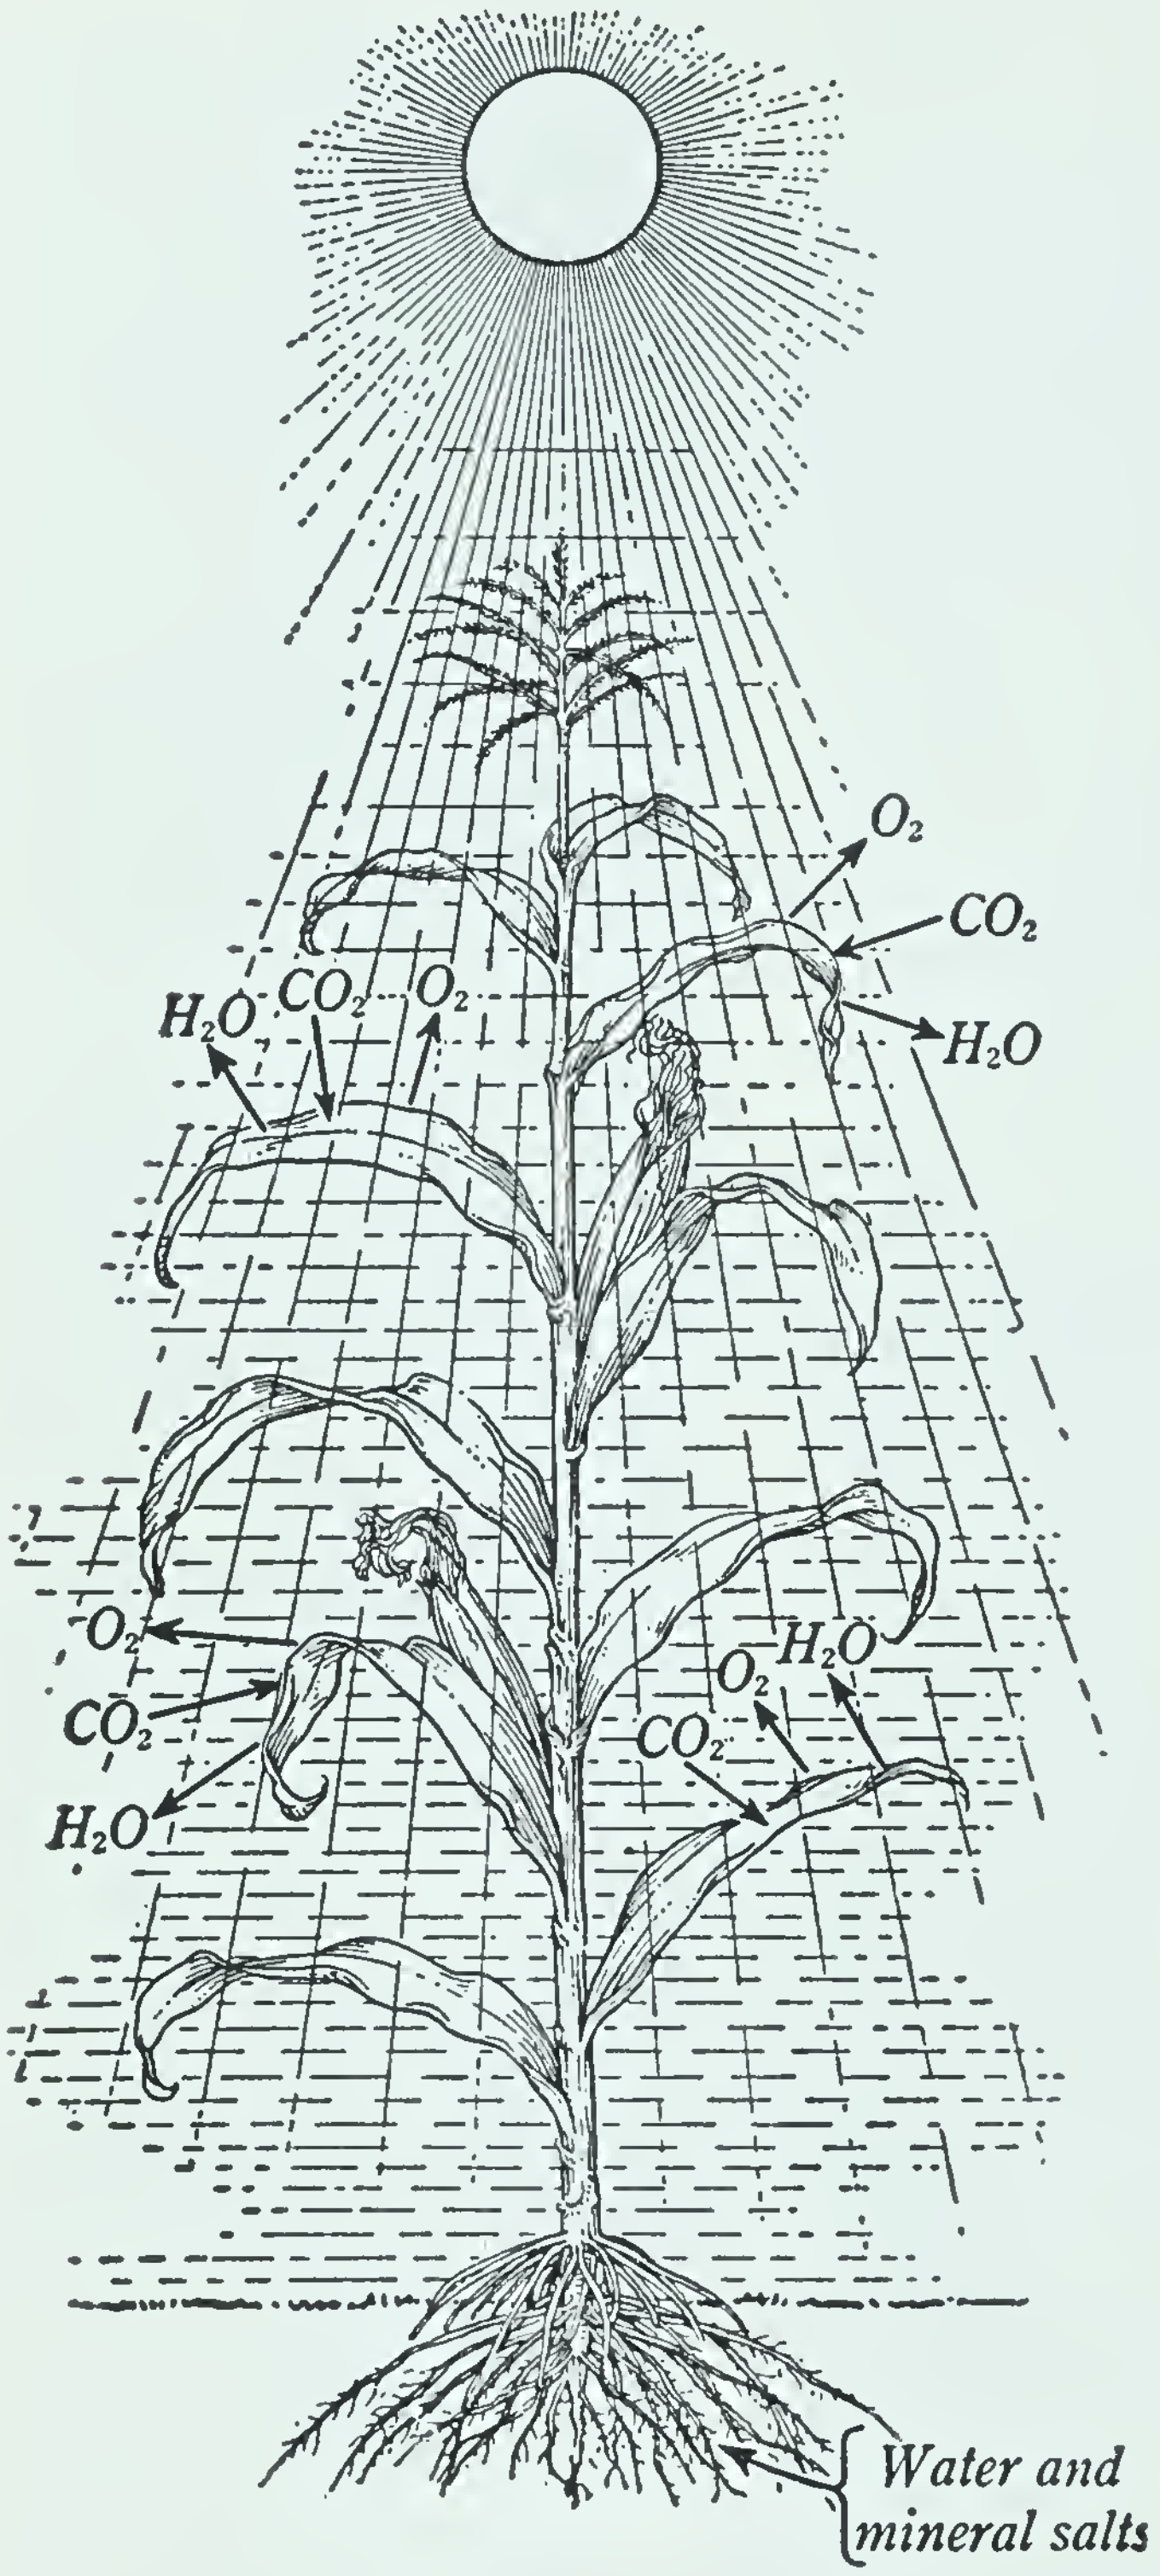

Fig. 356. Photosynthesis
So far as we know at present, the following are true statements about the formation of the plant carbohydrates: (1) they are formed only in green plants; (2) the raw materials used are carbon dioxide from the air, and water from the soil, oxygen being set free in the process; (3) sunlight is necessary to supply the needed energy (Fig. 356); (4) the complex magnesium compound known as *chlorophyll*, which is present in all green plants, plays a necessary part; (5) certain minerals must be in the soil in which the plant is grown.